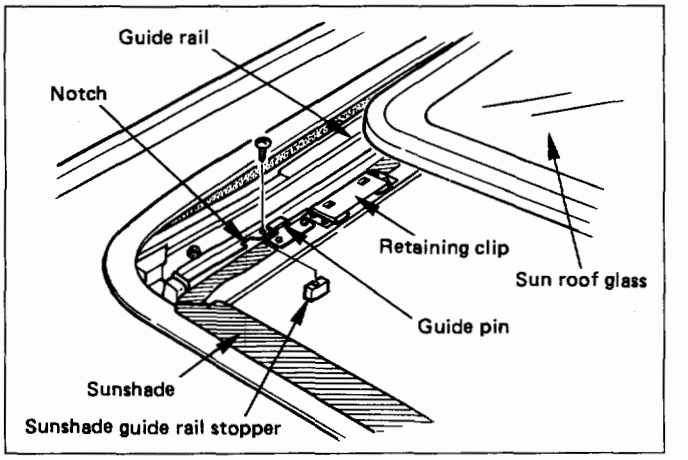

Fig. 10-241
- Remove the sunshade guide rail stopper, and pull out the sunshade up to the guide rail edge. Remove the guide pin in sunshade through the notch of guide rail edge, then draw the sunshade out of the roof by pushing inward the retaining clips on both sides. (Fig. 10-241)